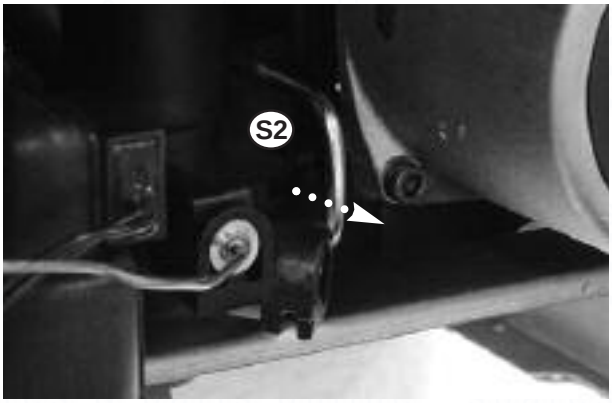

Fig. 94
6. Remove the clip **S2** on the pump volute (see Fig. 94);